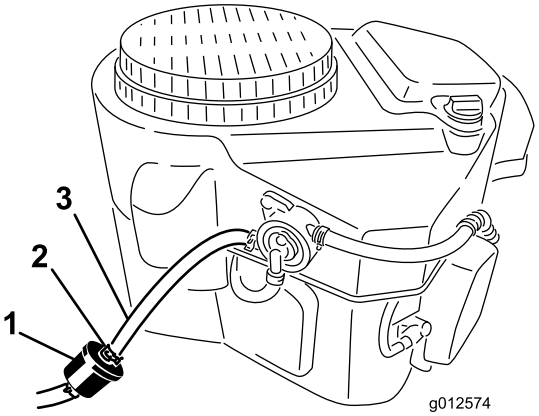

**Figur 52**
2. Rengjør rundt drivstofflokket for å hindre at det kommer rusk inn i drivstofftanken (Figur 52).
4. Klem sammen endene på slangeklemmene, og skyv dem bort fra filteret (Figur 52).